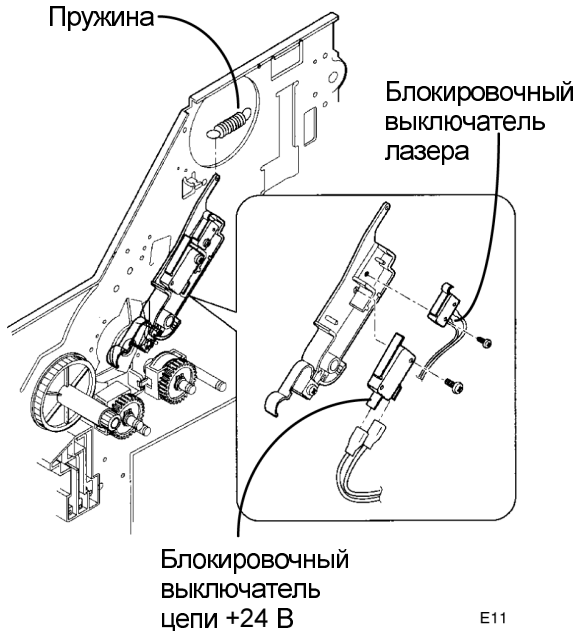

Рисунок 2. Снятие блокировочных выключателей
4. (Рисунок 2): Снимите возвратную пружину блокировочного выключателя.